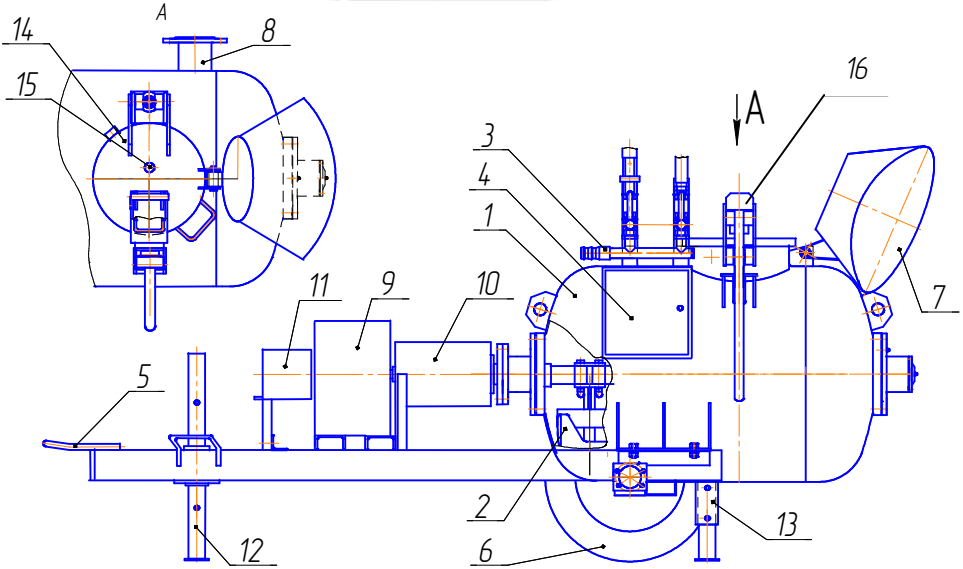

Рис. 3 – Общий вид
5.1. Пневмонагнетатель СО-241 К-Р11 представляет собой пространственную рамную конструкцию рис.3, оснащенную шасси (6) для удобства транспортировки по строительному объекту. На раме установлена рабочая емкость (1), - типа «газгольдер» - оснащенная
- **после окончания транспортирования раствора или при помехах в работе краном 15 (рис. 3) сбросить избыточной давление в смесителе (резервуаре);**